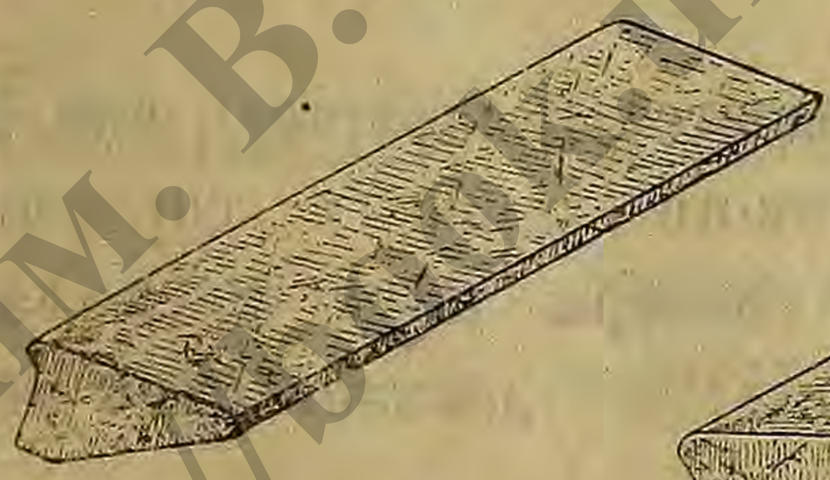

Рис. 370.
4. *Сортовая плита*—бывает разных назначений и размеров: *площадная*—квадратной формы (рис. 369) — для полов, тротуаров и т. п.; *ступенная* — длинная и толстая плита, которой часто заранее придают форму ступени (рис. 370); *подоконная* — для подоконников вместо досок; *карнизная а б* (рис 371) для карнизов при кладке стен из естественного камня и вообще для карнизов с большими свесами, такая плита называется еще *спусковая*; на рис. 372 путиловская спусковая плита